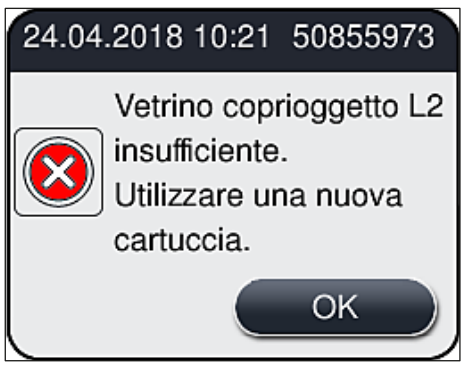

Fig. 54
- Se un materiale di consumo risulta esaurito, all'utente viene inviato un corrispondente messaggio di avviso, ad esempio (→ Fig. 54).